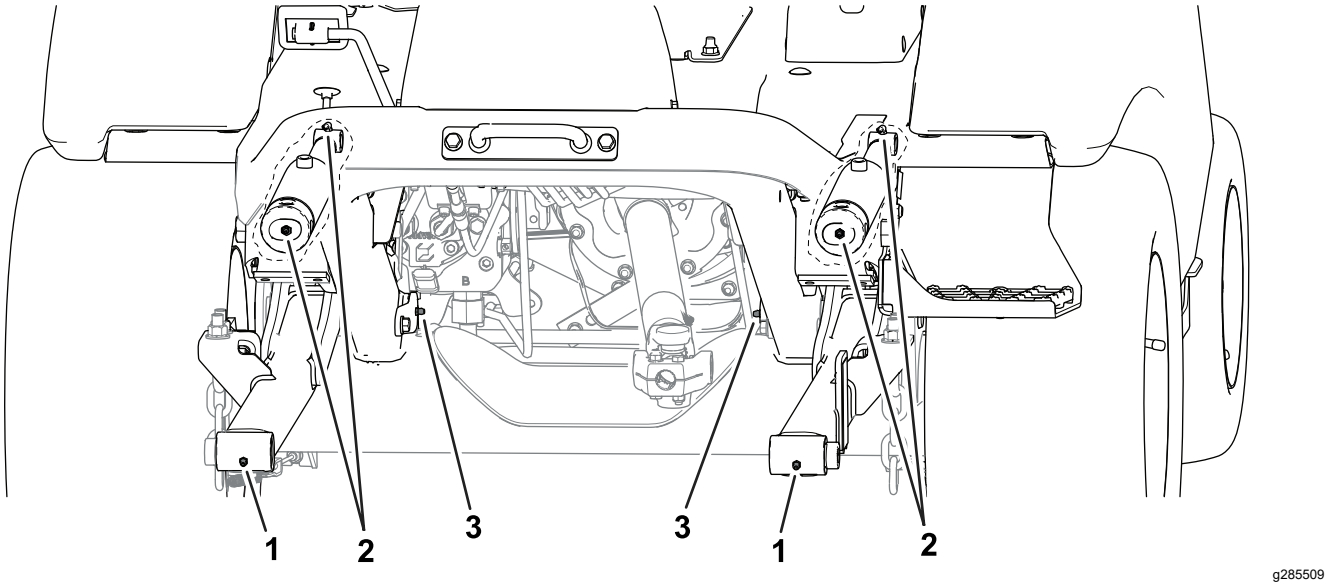

Figur 50
- **Maskinens forende** (Figur 50):
- Redskabets drejenav (2)
- Løftecylinderbøsninger (2)
- Løftearmens drejetapper (2)